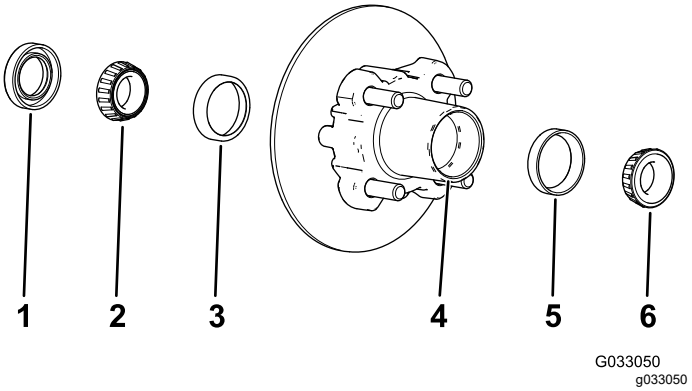

Figura 28
1. Retire el cojinete exterior y el anillo de rodadura del cubo (Figura 28).
2. Retire la junta y el cojinete interior del cubo (Figura 28).
5. Limpie el hueco del cubo para eliminar cualquier resto de grasa, suciedad y residuos (Figura 28).
7. Llene el hueco del cubo hasta un 50-80% de su capacidad con grasa del tipo especificado (Figura 28).
8. Monte el cojinete interior sobre el anillo en el lado interior del cubo e instale la junta (Figura 28).